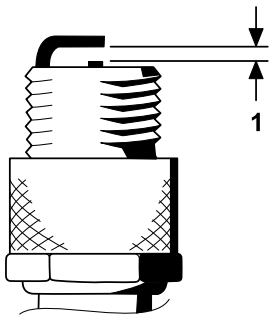

Figur 44
4. Se till att luftgapet mellan mitt- och sidoelektroderna är 0,76 mm. Se Figur 44.